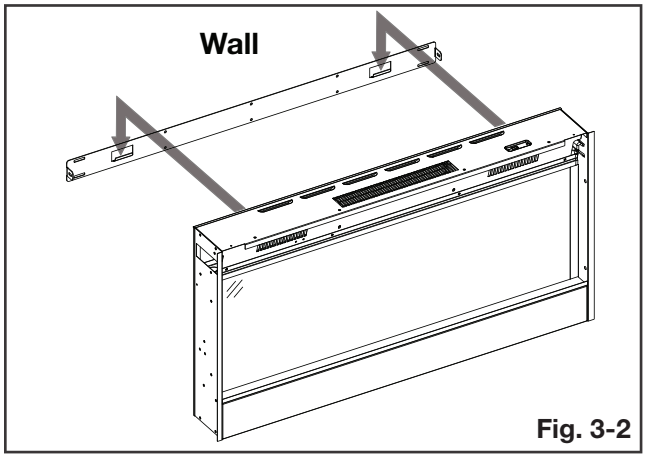

Fig. 3-2
F. With the wall mounting bracket installed, have two people lift the appliance up and insert the two hooks on the bracket into the two slots on the back of the applinace **(Fig. 3-2)**.